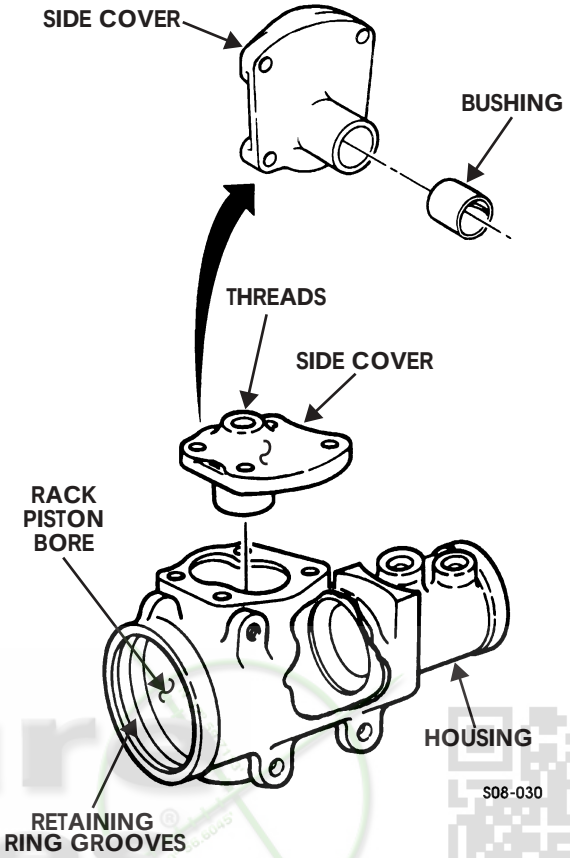

Figure 8-39: Steering Gear Housing Assembly
1. Inspect housing for cracks, chipped or broken retaining ring grooves, and damaged sealing surfaces. Replace steering gear if housing is damaged (Figures 8-39 and 8-41).
4. Inspect valve bore, rack piston bore, worm shaft support bore, and steering shaft bearing bore for rust, pitting, scoring, galling, and wear. Wear limits for bore I.D. are: valve bore 2.033 in. (51.64 mm) and rack piston bore 3.128 in. (79.45 mm.) Remove minor rust, pitting, and scoring with crocus cloth. If bore(s) does not meet specifications, or if there is other unrepairable damage, replace steering gear (Figures 8-39, 8-40, 8-41, 8-42, and 8-43).
6. Inspect side cover for breaks, cracks, stripped or crossed threads, warped or damaged sealing surface, and scored or worn bushing. Repair minor scoring and thread damage. Replace side cover if bushing is worn through or loose in bore. Replace bushing if I.D. is worn over 1.249 in. (31.70 mm) (Figure 8-39).